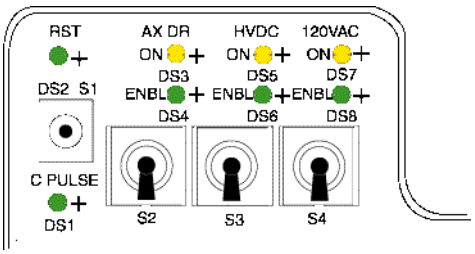

Figure 12-35 STC Backplane Service Switches
- **ENSURE THAT THE DRIVE STATUS LED (Figure 12-35) IS NOT LIT. DO NOT SERVICE THE GANTRY IF THIS LED IS ON.**